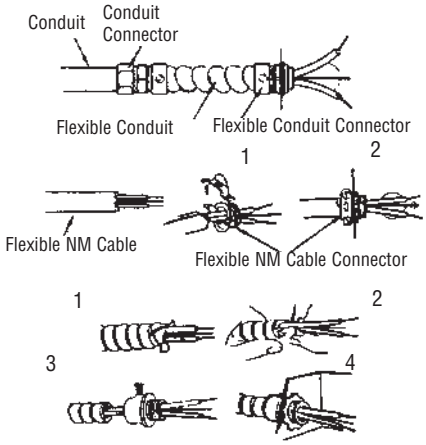

Figure 2 - Connectors, cable, and hardware used to wire the UH724STA
NOTE: For certain applications, conduit may be required (see Figure 2). Check local electrical codes. If wiring is run in conduit, be sure there is enough flexible conduit to allow the heater to be turned if necessary.
2. Attach the cable connectors to the unit (See Figure 2) and slide the 8 gauge wire through the cable connector. Pull enough wire through the connector to work with when making the the connections.